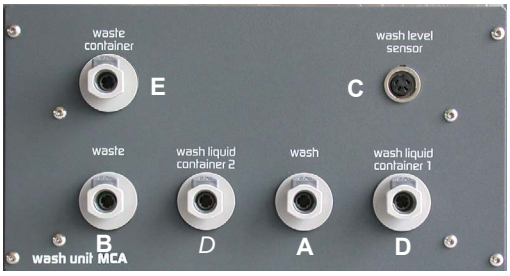

Fig. 5-11 Unité de lavage MCA
4. Connecter le tube de lavage (A) et le tube d'évacuation (B) aux raccords correspondants de l'unité de lavage et du bloc de lavage (respecter l'étiquetage des tubes, D).
– Consulter également Fig. 5-11, 🗎 5-7.